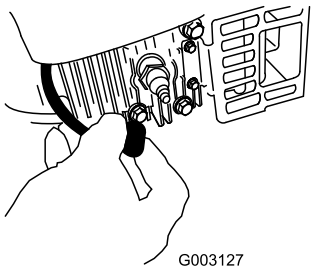

Figur 34
2. Kobl tændrørskablet fra tændrøret (Figur 34), før du udfører nogen form for vedligeholdelsesarbejde.